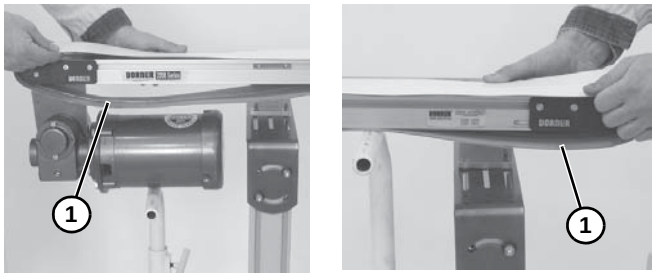

Abbildung 51
3. Band **(Abbildung 51, Teil 1)** auf Förderband einbauen. Förderband etwas anheben, um zu vermeiden, dass das Band auf den temporären Stützständern eingeklemmt wird.